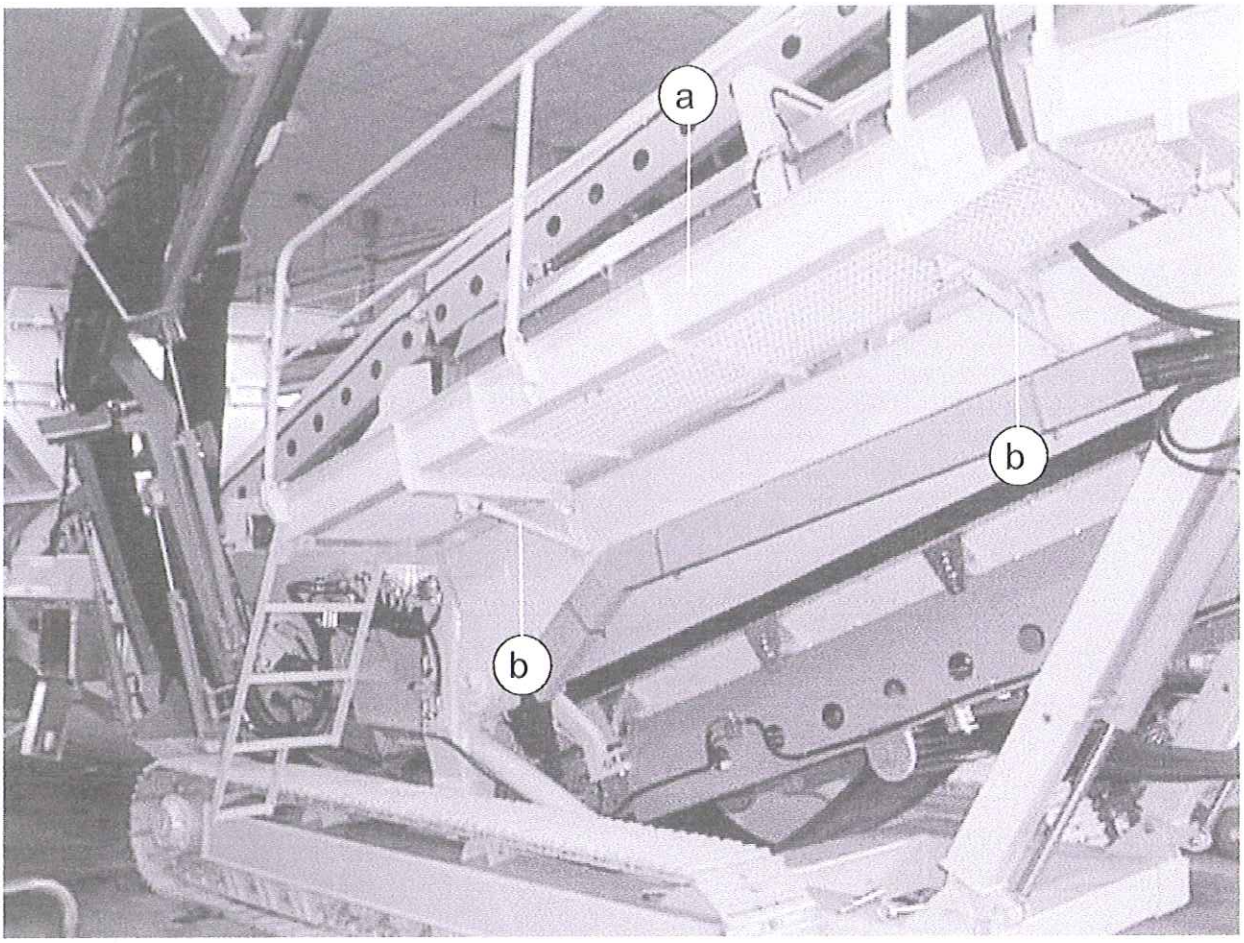

fig. 4.2.4
4) Ribaltare le passerelle iniziando da quelle a fianco dei nastri laterali, indicate dal particolare (a) di fig. 4.2.4, smontando i rispettivi puntoni indicati dal particolare (b) di fig. 4.2.4.